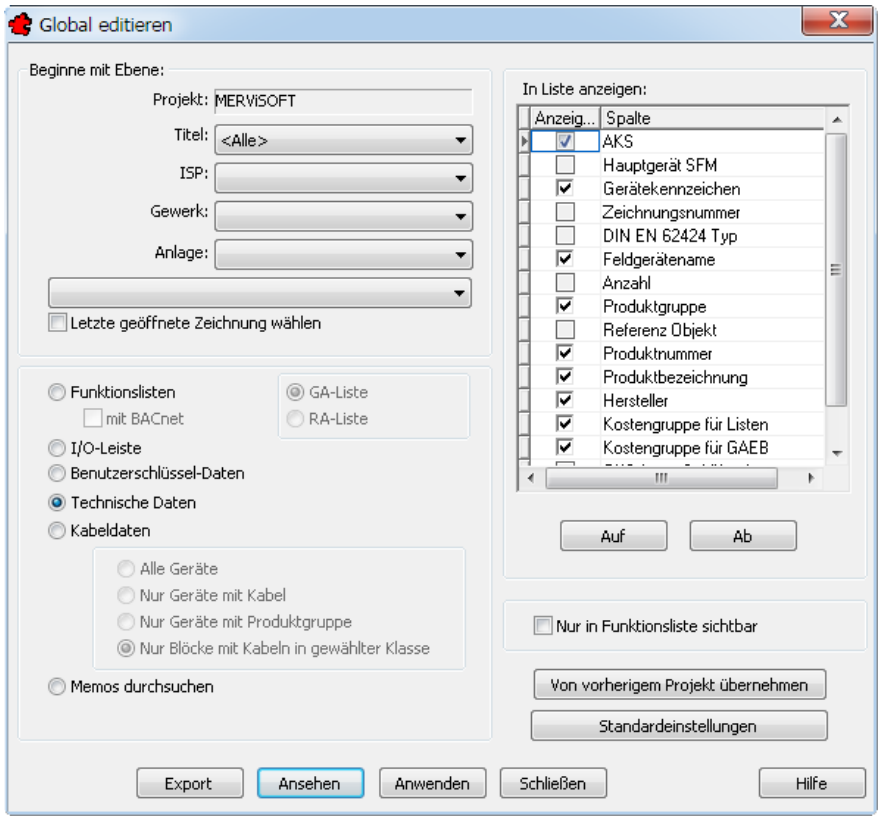

Bild 23.2 – Die Dialogbox *Global editieren* verfügt über konfigurierbare Auswahllisten
- Klicken Sie auf *Global editieren*. Die gleichnamige Dialogbox erscheint (Abb. 23.2).